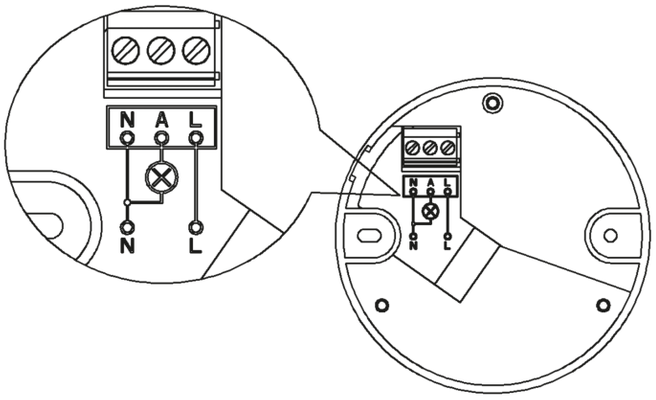

fig.2
- Conecte los cables de alimentación y luminarias de acuerdo con el diagrama de conexiones (ver fig.2).